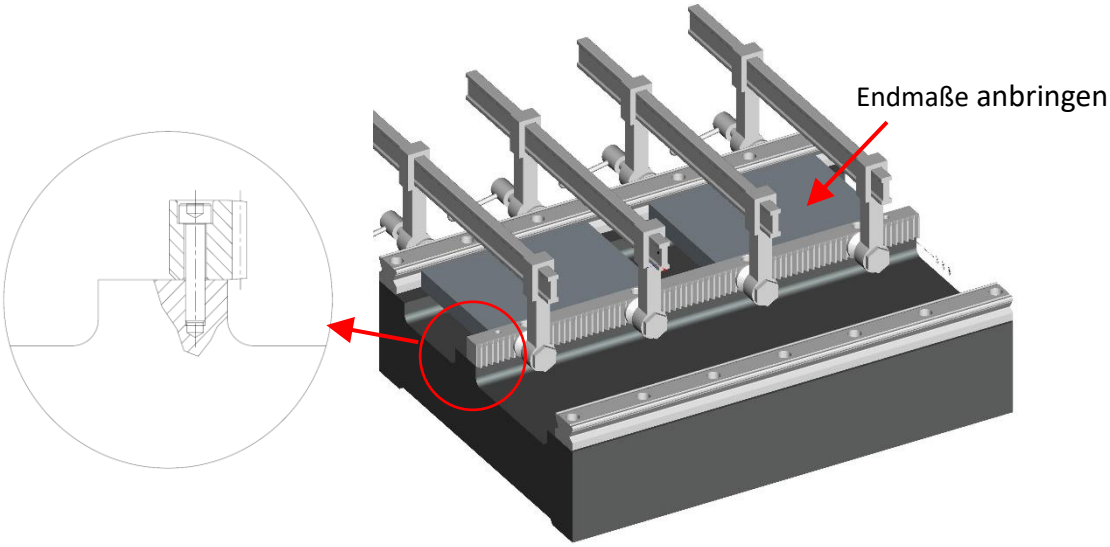
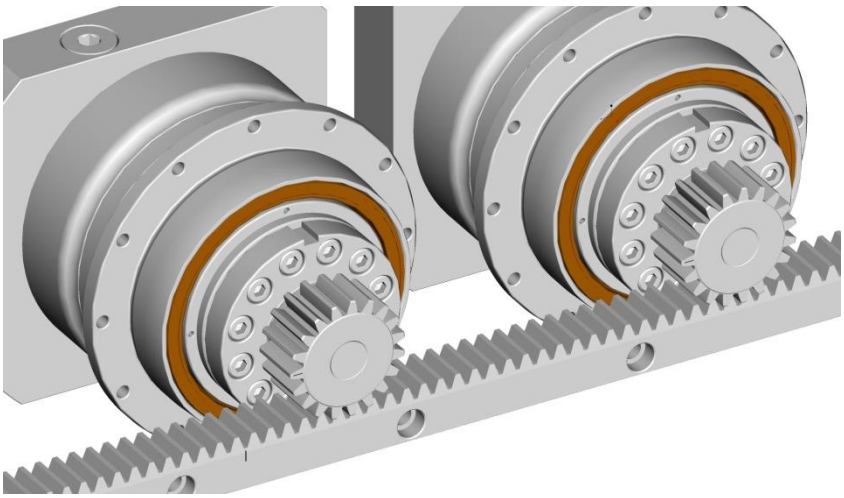

Abb. 2
Abb. 3
1.13 Für eine Installation wie in Abb. 2 gezeigt, oder um 2 Ritzel auf der gleichen Zahnstange wie in Abb. 3 zu montieren, wird dringend die Verwendung einer Zahnstange der APEX Quality 5+ empfohlen, wobei Positionierstifte angebracht werden sollten.
Die Positionierstifte werden jedoch bei der Installation ohne Ausrichtungsfläche benötigt, wie in Abb. 2 dargestellt. Q5H/Q8H